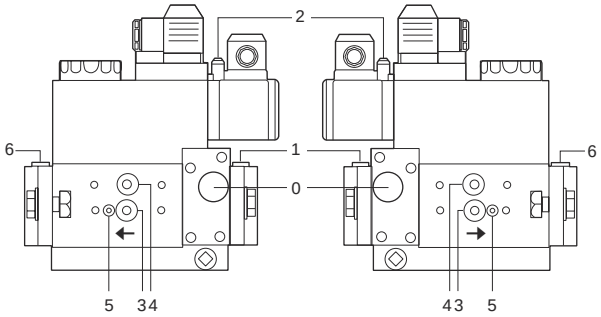

Fig. 38
- Pulizia filtri valvole gas (Fig. 38 e seguenti).